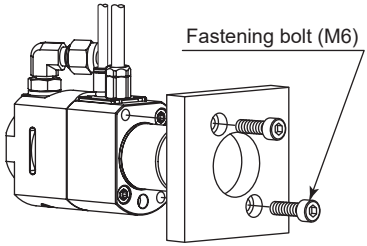

Fig. 29
(1) Insert the spindle body housing (diameter ϕ31 mm) section into the fixed base of the machine tool.
(2) Secure the spindle through the mounting holes (2 locations) using the fastening bolts (M6). (Fig. 29)